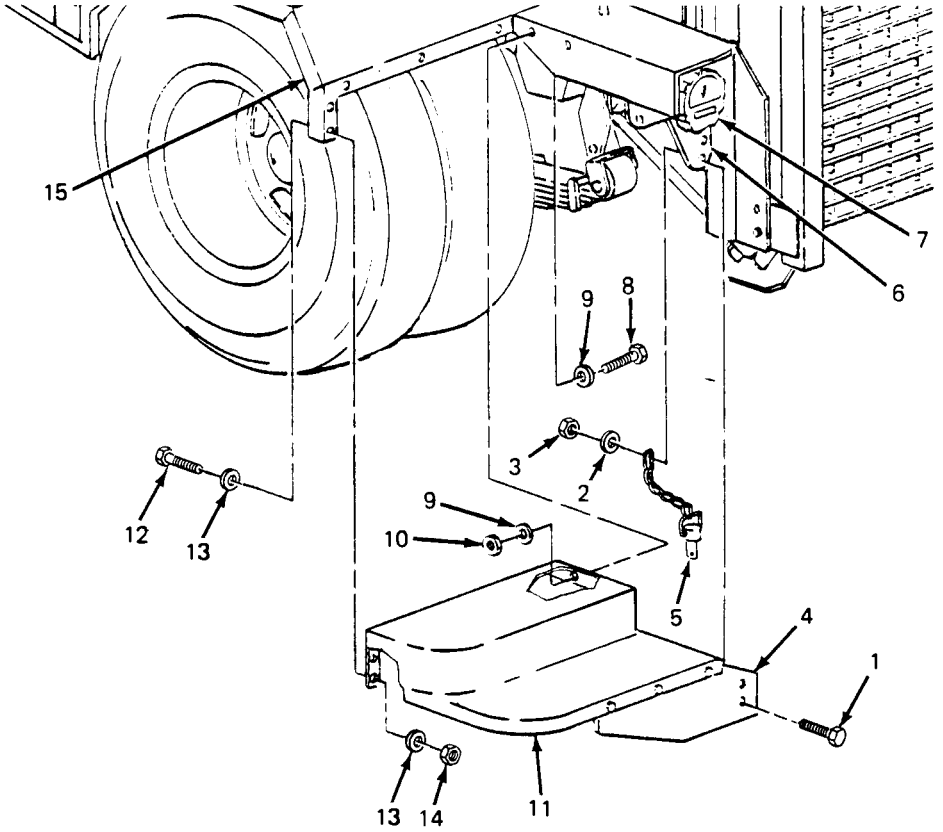

Figure 4-9. Rear Steps Replacement.
4-21. Rear Steps Replacement. (See figure 4-9.) The roadside and curbside rear steps are symmetrical, and replacement procedures are the same for each.
(1) Remove two screws (1, figure 4-9), two flat washers (2) and two nuts (3) securing rear step bracket (4) and platform anchor (5) to trailer frame (6) under taillight (7).